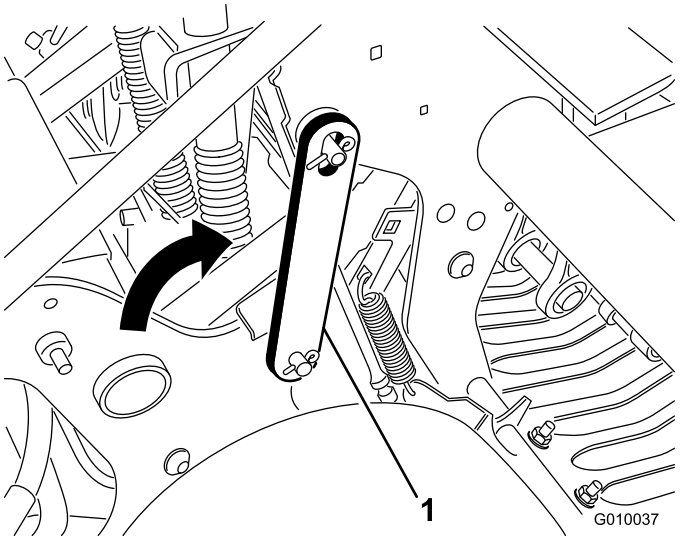

**Figur 21**
3. Vrid servicespärren bakåt, och sätt fast den på luftarhuvudstappen (Figur 21). Fäst den med klämringen.